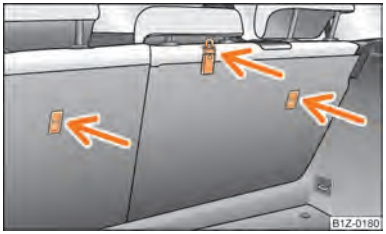

Fig. 137 Rear seat: Top Tether
IIn certain countries national legal provisions also require the equipment of the rear seat with fixing eyes for child seat using the "Top Tether" system ⇒ fig. 137.
- **Attach the child seats with the "Top Tether" system only to the points provided for this purpose ⇒ fig. 137.**